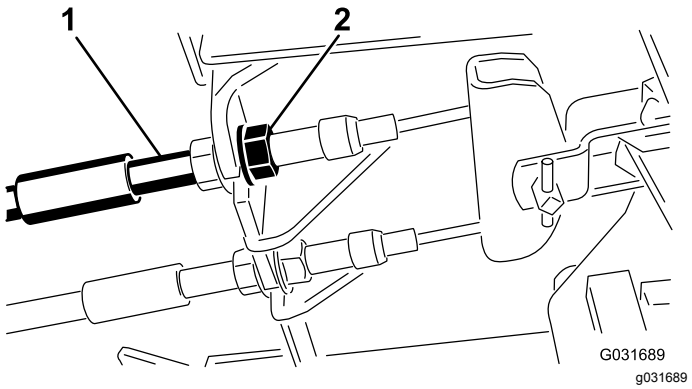

Figur 52
1. Hvis du vil redusere frigangen til bremsepedalene, strammer du bremsene ved å løsne den fremre mutteren på bremsekabelens gjengeende (Figur 52).